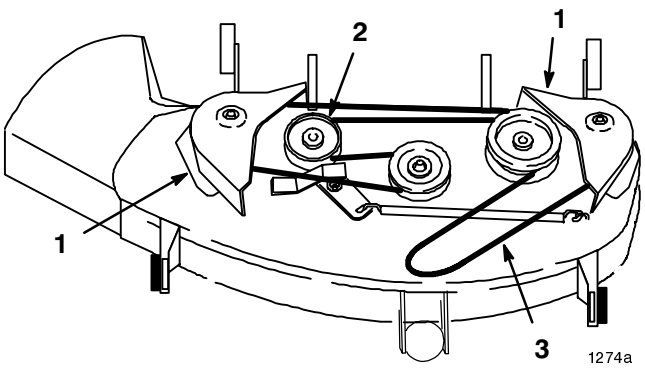

Figure 23
2. Retirer les vis de fixation des cache-poulie et les cache-poulie des poulies de lames (Fig. 23)
3. Retirer la courroie du galet et des poulies (Fig. 23).
2. Monter les cache-poulie gauche et droite à l'aide de leurs vis de fixation (Fig. 23).